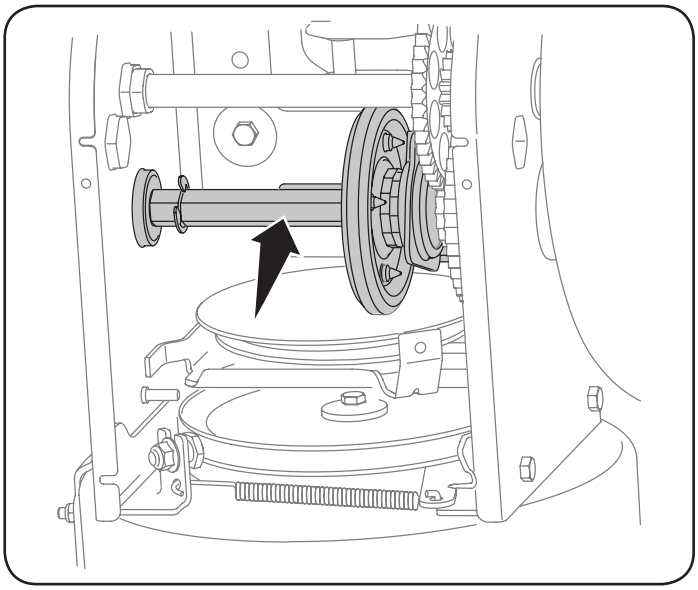

Figura 15
3. Aplique al eje hexagonal una capa ligera de una grasa multiusos apta para condiciones climáticas múltiples. Vea la figura 15.